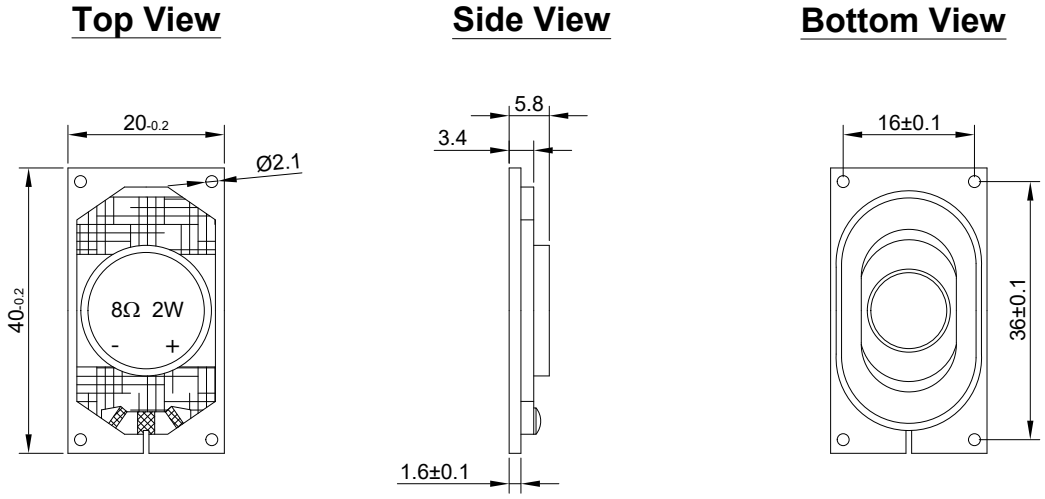

Figure 3. HSP2040D-8 Mechanical Layout
4.3.1. Layout and Dimension : See Section 6, Figure 3